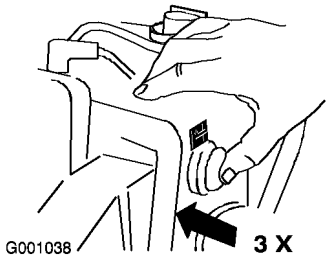

Figur 23
6. Trykk inn primeren bestemt tre ganger med tommelen. Hver gang holder du primeren inne i ett sekund før du slipper den (Figur 23).